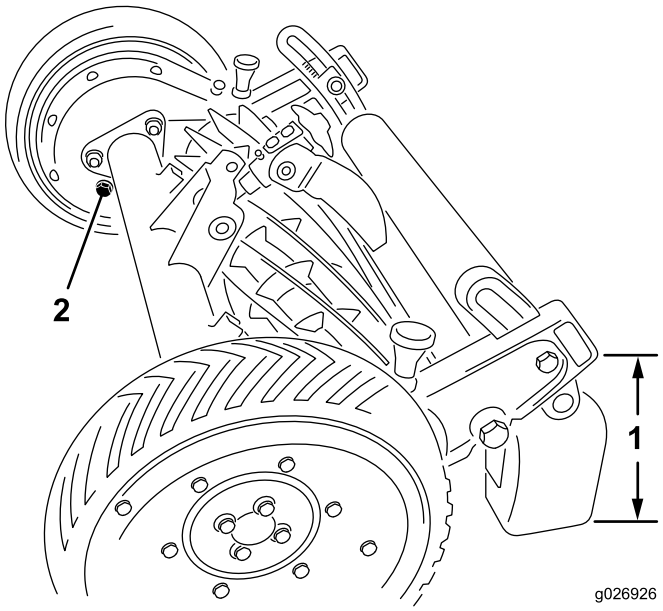

**Figure 4**
2. Raise and block the back of the mower until there is approximately 0.260 m (10–1/4 inches) between the bottom of the gear case extending behind the roller bracket and the level surface (Figure 4).
3. Remove the filler plug from inside of each the gear case (Figure 4). Check the oil level in the gear case: it should be level with the bottom of the filler hole. If the oil is level with bottom of the hole, reinstall filler plug.